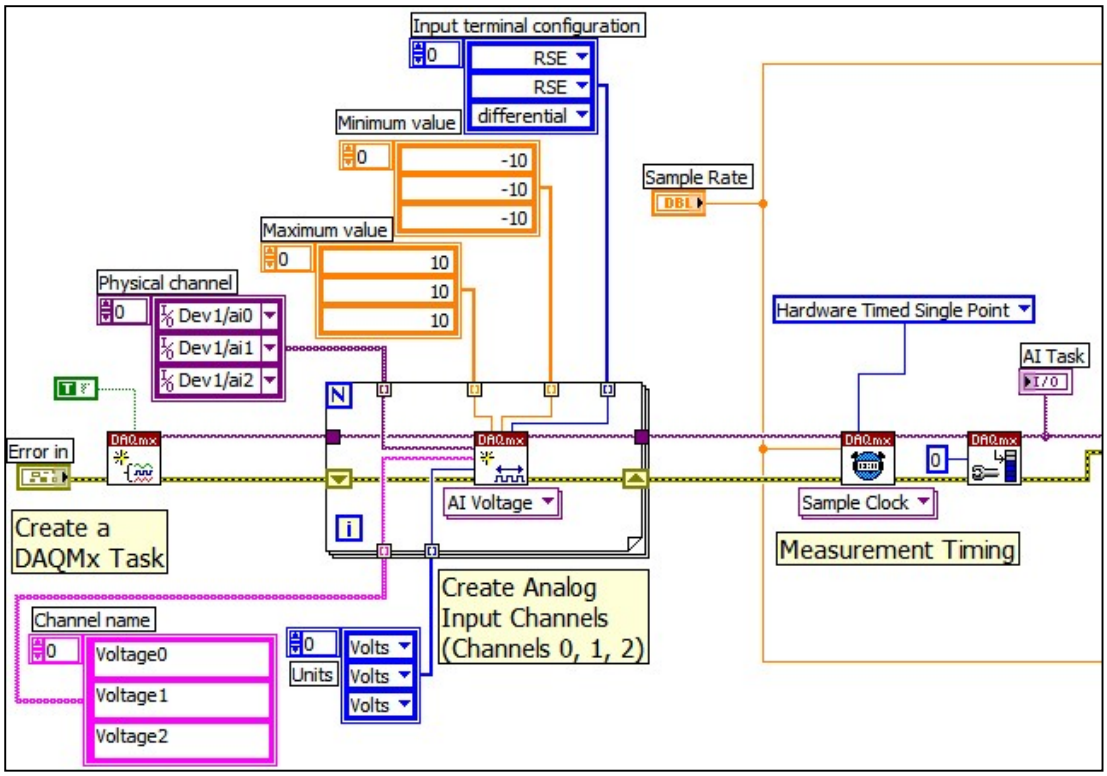

Fig. 2. Segment to Create DAQmx Task and Initialize Analog Input Channels
- The most recent form of data acquisition available in LabVIEW is called ***DAQmx***. LabVIEW includes many subroutines (VI's) to support this feature. ***Fig. 2*** shows the first segment of the code that utilizes *DAQmx* VI's to create a ***closed-loop control/data acquisition task*** and ***initializes*** the analog input ***channels***.